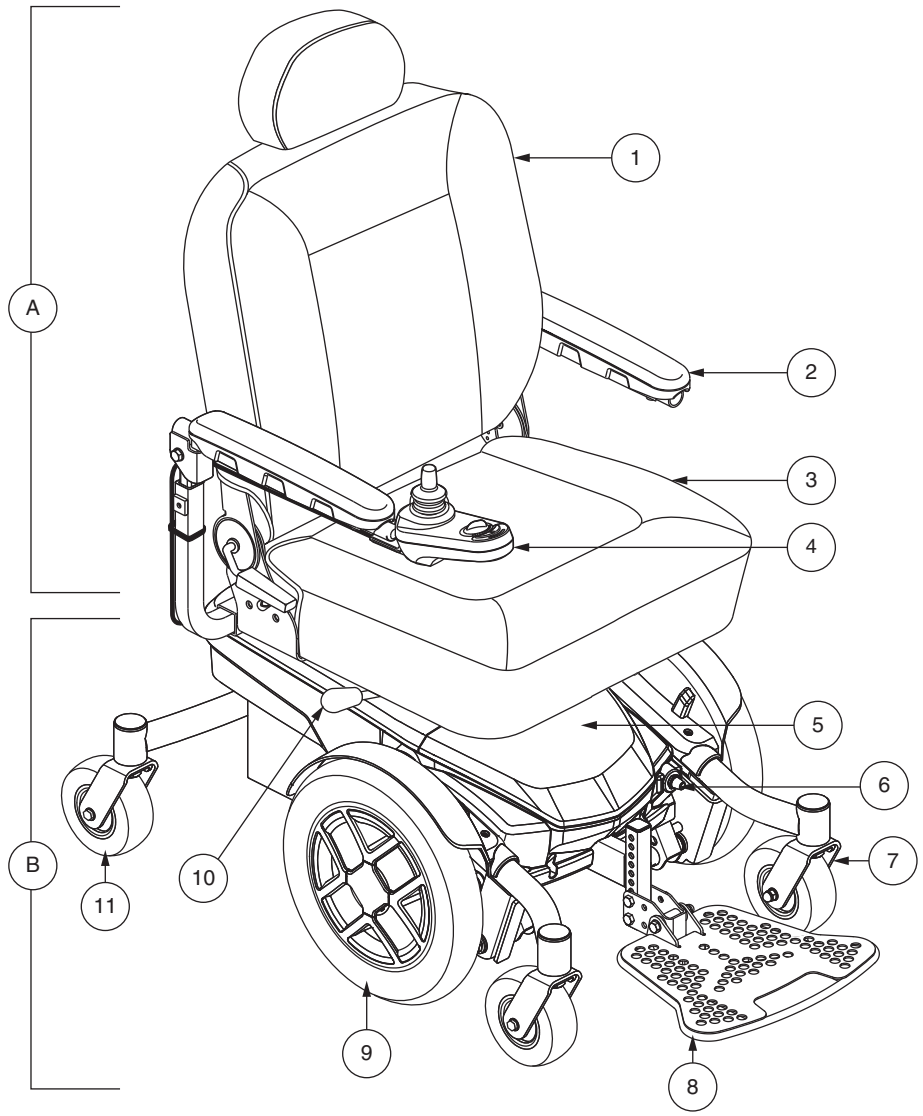

Figure 1. The Jazzy EVO 613 Power Chair
The Jazzy EVO 613 Power Chair has two main assemblies: the seat assembly (A) and the power base assembly (B). **See figure 1.** Typically, the seat assembly includes the armrests, seatback, and seat base. The power base assembly includes two motor/brake assemblies, two drive wheels, two batteries, and wiring harnesses. **See figures 1, and 2.**
If your power chair is equipped with a manual recline seatback, you can adjust the seatback angle with the seatback release lever. The lever is located on the right side of the seat base. **See figure 1.**